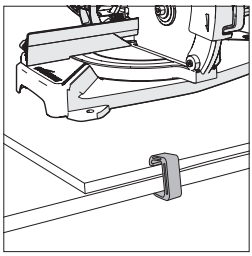

Fig. 2
- Use G-clamps to attach the mounting board to the work surface **(Fig. 2)**.